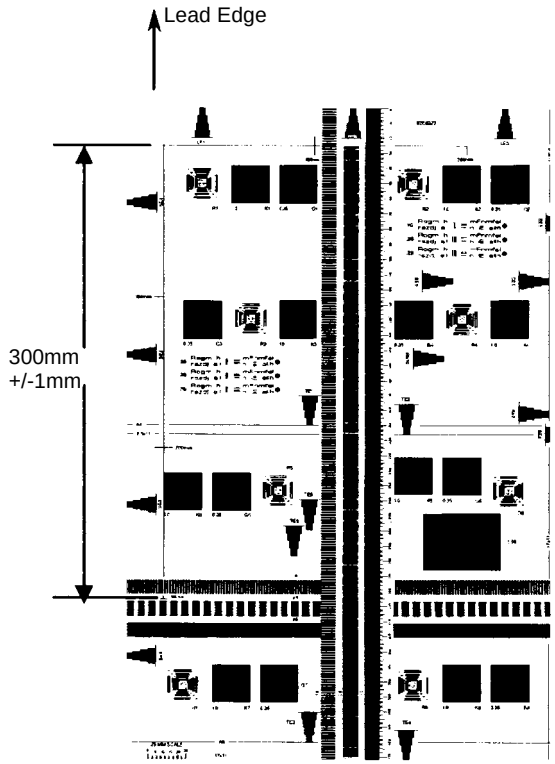

Figure 2 Checking Vertical Magnification
4. **Check vertical magnification** (Figure 2):